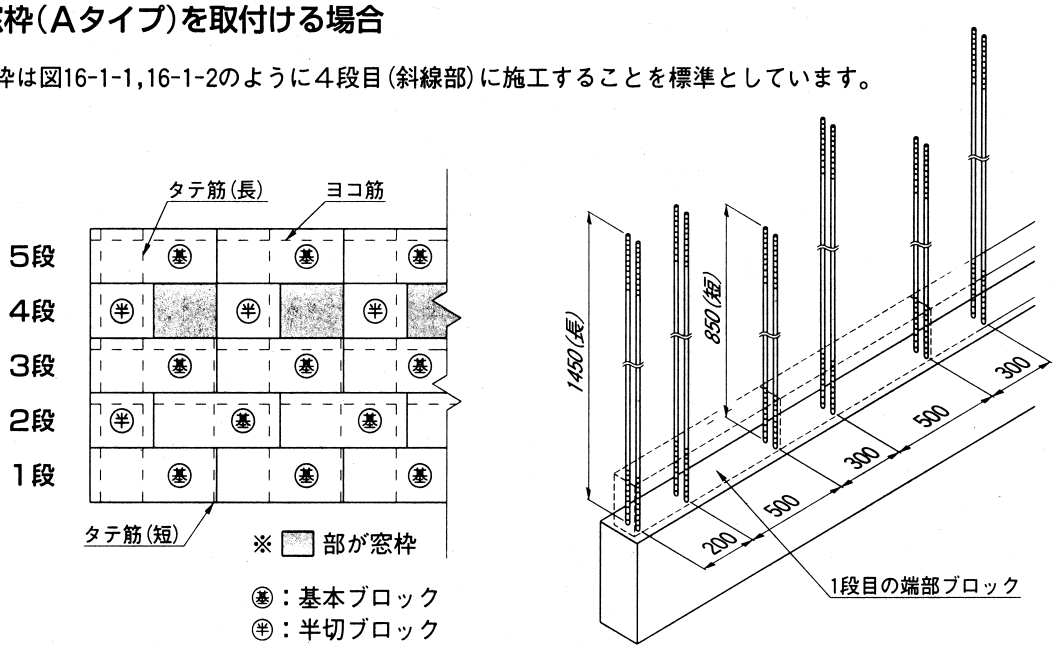

図16-1-1
❶ 窓枠は図16-1-1,16-1-2のように４段目(斜線部)に施工することを標準としています。